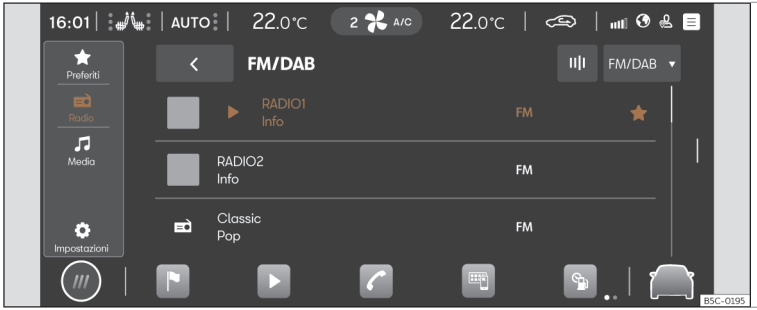

Fig. 147 Rappresentazione schematica: Visualizzazione Radio
- Premere ▶ > ⊞ >>> fig. 147 .